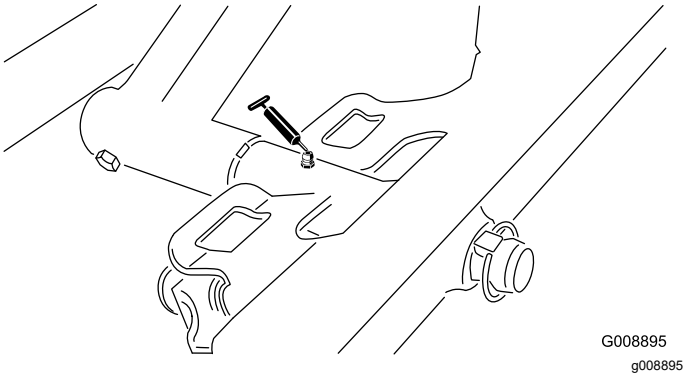

Figuur 57
- Draaipunt van voorste maai-eenheid (Figuur 57)